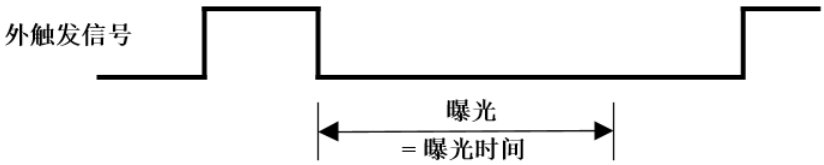

图 8-26 下降沿触发定时曝光模式时序图
- 如果启用下降沿触发，曝光会在触发信号下降时开始，一直持续到曝光时间结束，如图 8-26 所示